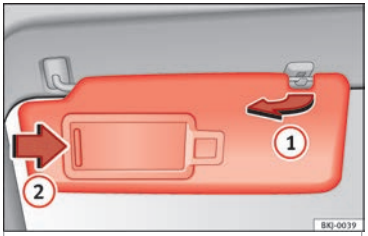

**Fig. 153** Sun visor on the driver side.
- The sun visor can be pulled out of its mounting and turned towards the door ››› Fig. 153 (1).